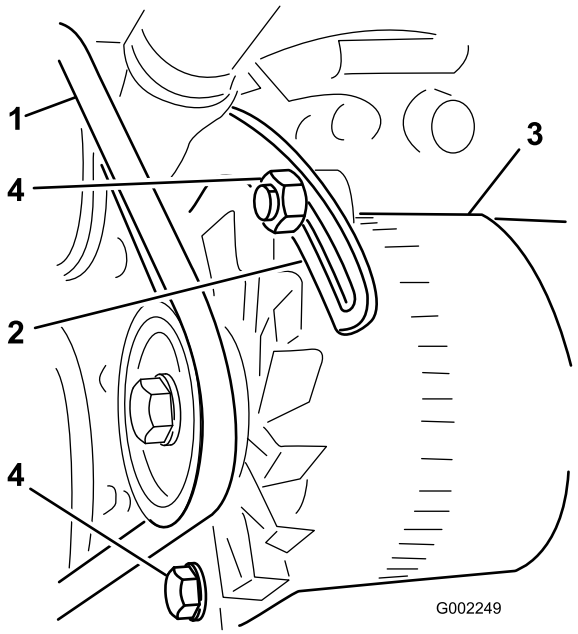

Figuur 55
3. Draai de bouten los waarmee de beugel is bevestigd aan de motor, alsmede de bout waarmee de wisselstroomdynamo is bevestigd aan de beugel (Figuur 55).